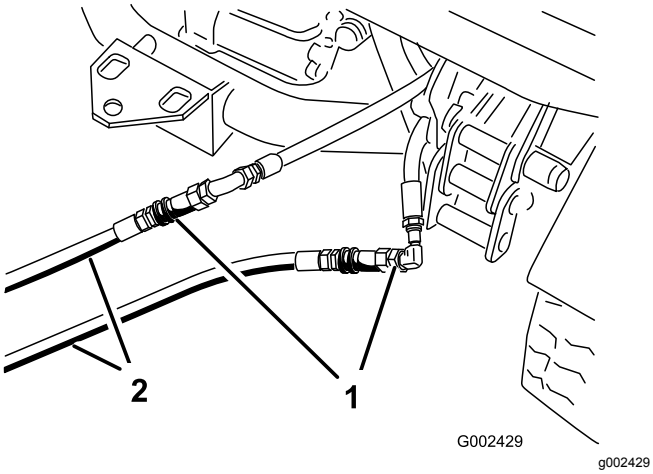

図 84
3. 故障しているワークマンのカップラホースに、救援用ホース 2 本を接続する図 84。